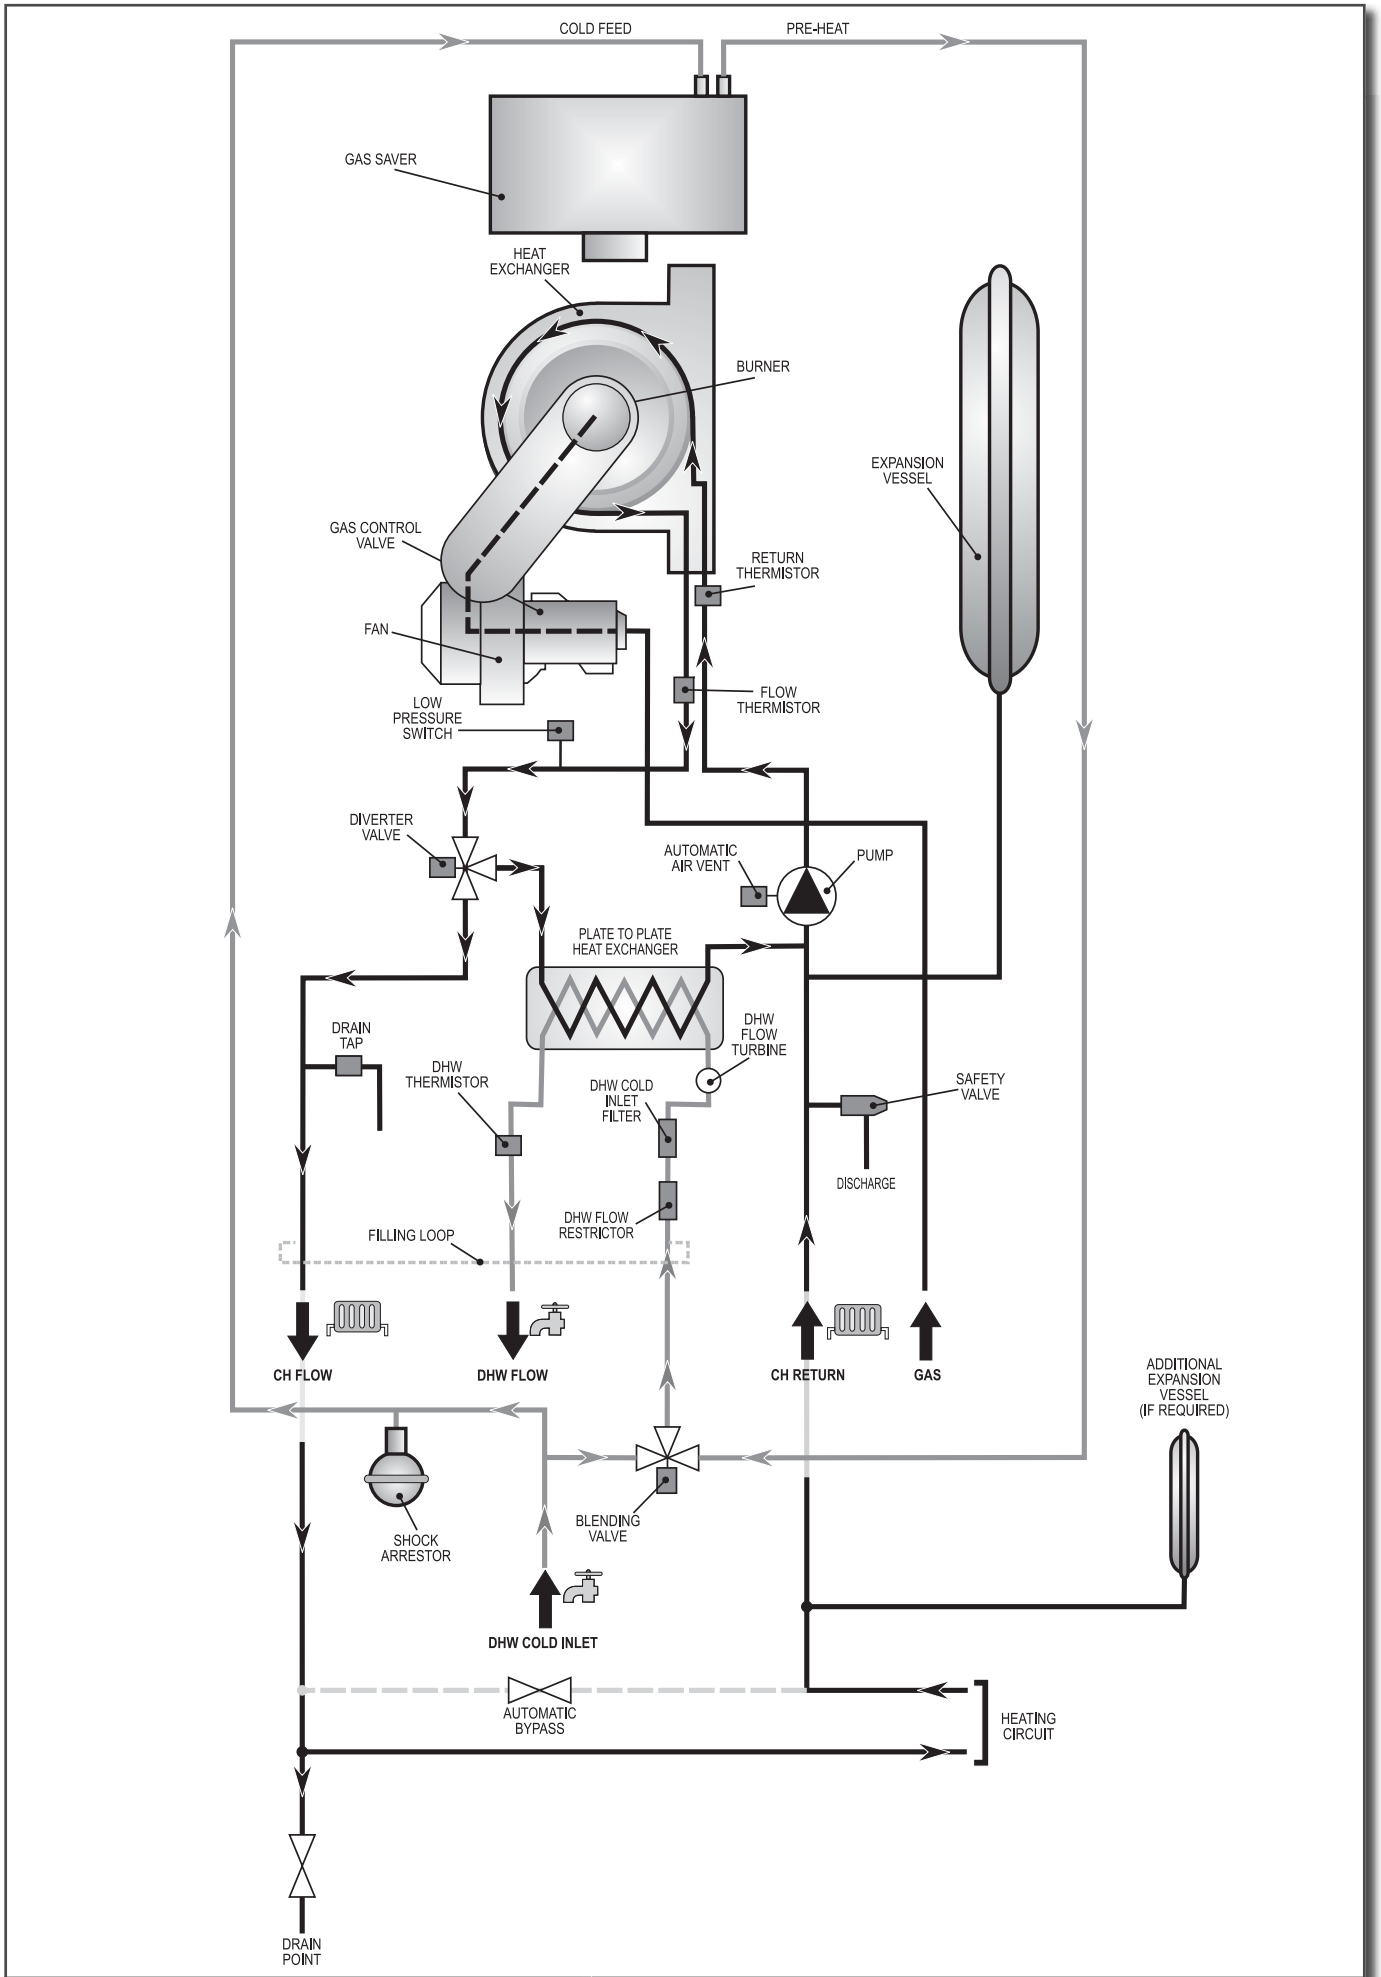
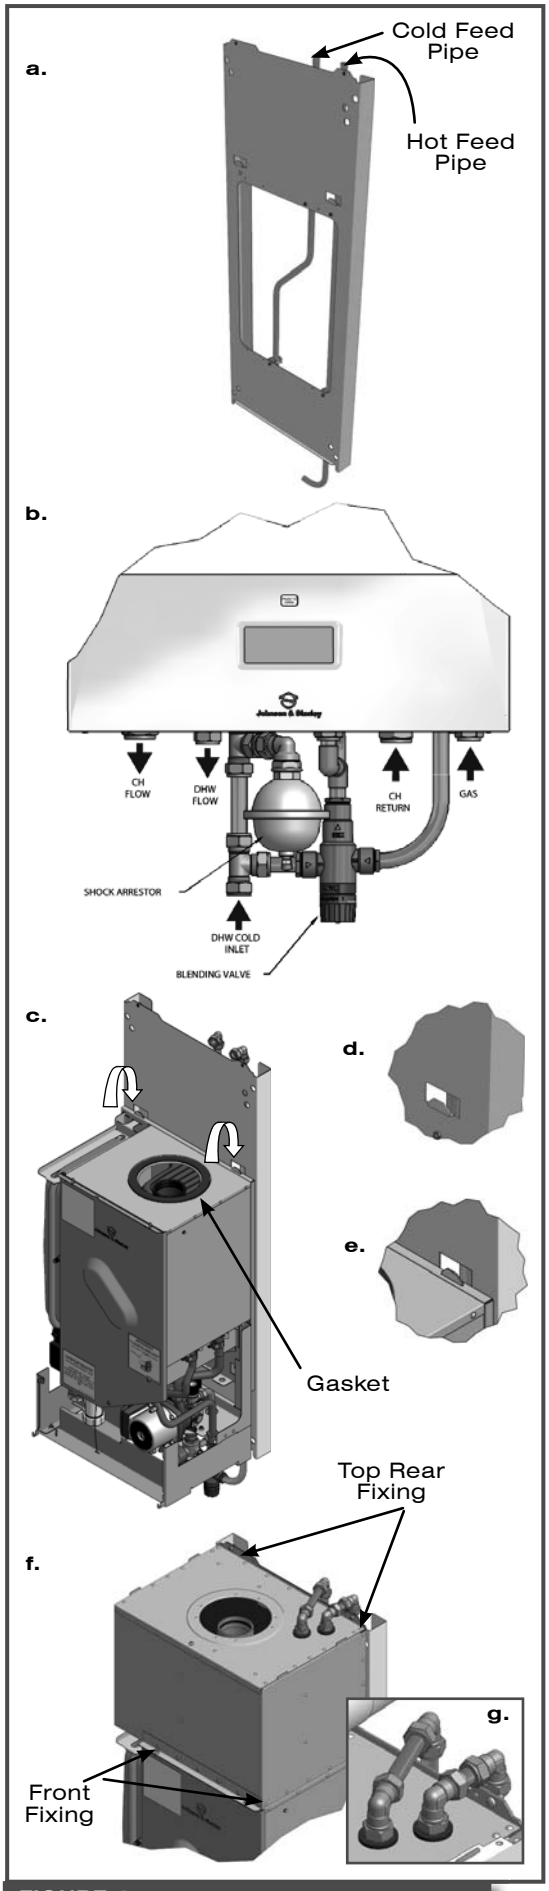

FIGURE 3
FIGURE 4
8.1 This appliance incorporates all the necessary components to allow it to be connected to a sealed central heating system. Figure 3 shows a typical system incorporating radiators, an automatic by-pass valve and a drain facility that must be provided at the lowest point in the system to allow complete drain down. The domestic cold inlet and hot outlet are also shown and Figure 4 shows the water flow through the boiler. The installation should be designed to operate with a flow temperature of up to 90˚C.